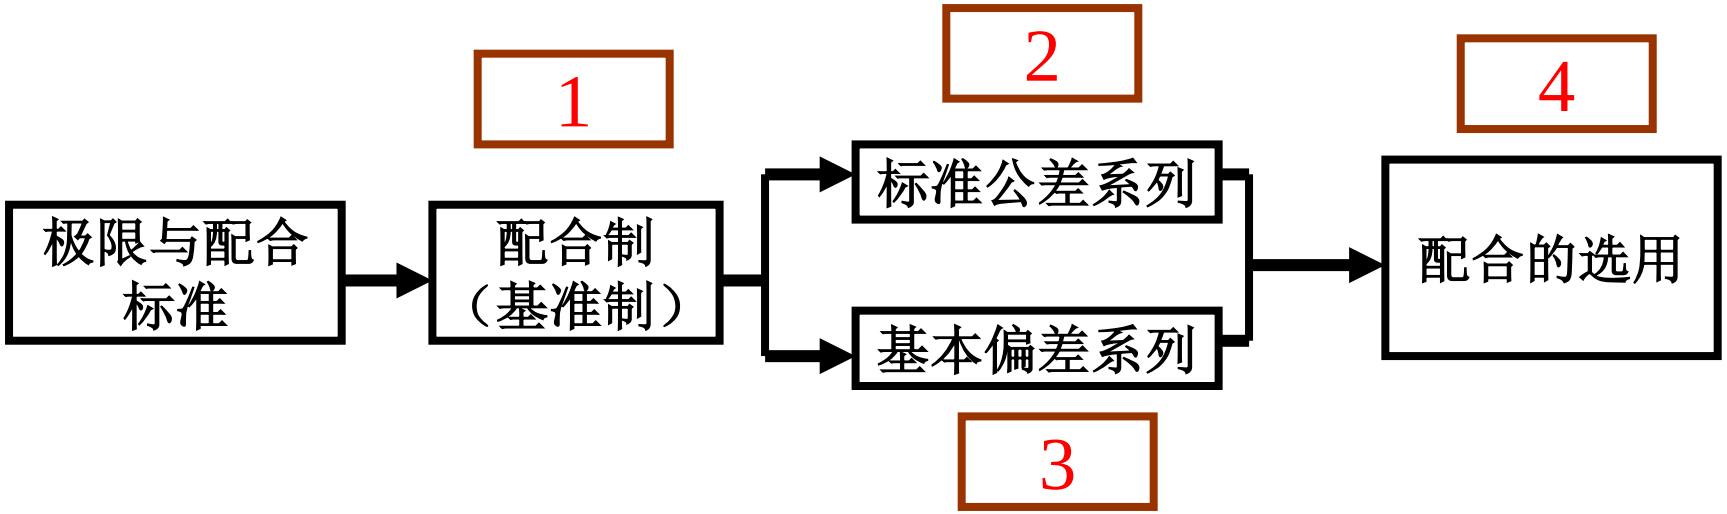

图 3.1 极限与配合标准的基本结构
3.1.2 《极限与配合》的基本结构（见图 3-1）
为了满足孔、轴结合的使用要求，以保证零、部件的互换性，并考虑便于国际交流，所以我国的《极限与配合》标准采用国际公差制，其基本结构如图3.1所示。